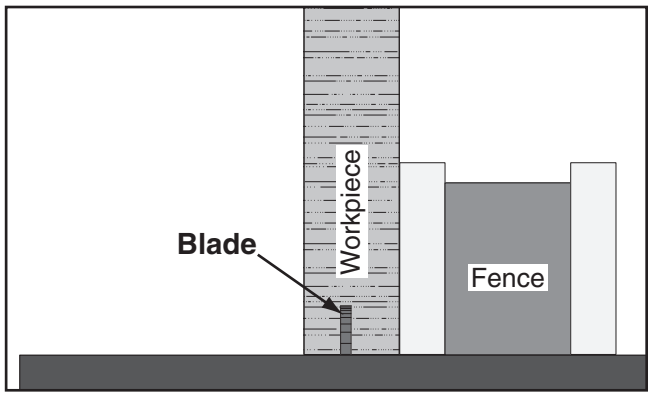

Figure 70. Rabbet cutting with a standard blade.
5. Stand the workpiece on edge, as shown in **Figure 70,** then adjust the fence so the blade is aligned with the inside of your rabbet channel.